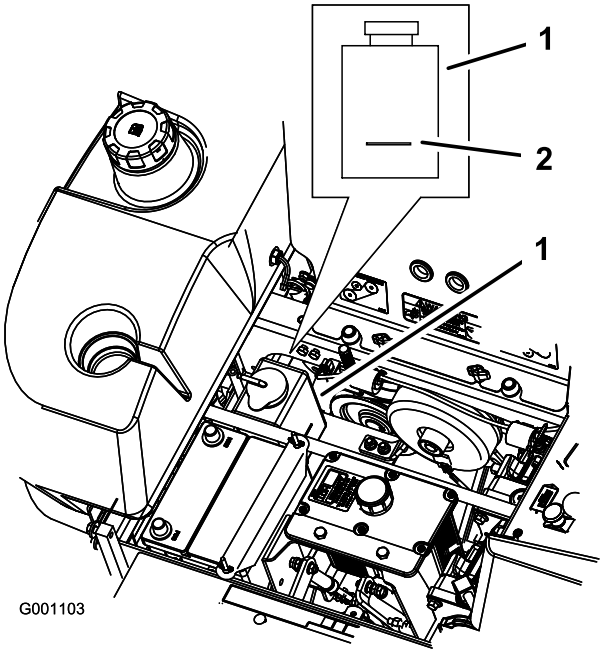

Figur 55
3. Kontrollera nivån i överströmningsbehållaren medan motorn är kall. Vätskan ska nå upp till utbuktningen på utsidan av överströmningsbehållaren (Figur 55).
4. Om kylvätskenivån är låg tillsätter du en 50/50-blandning av frostskyddsmedel med förlängd hållbarhet/Dex-Cool® och vatten i överströmningsbehållaren (Figur 55).
5. Tillsätt 50/50-blandningen till överströmningsbehållaren och fyll den upp till indikatorstrecket på behållaren (Figur 55).